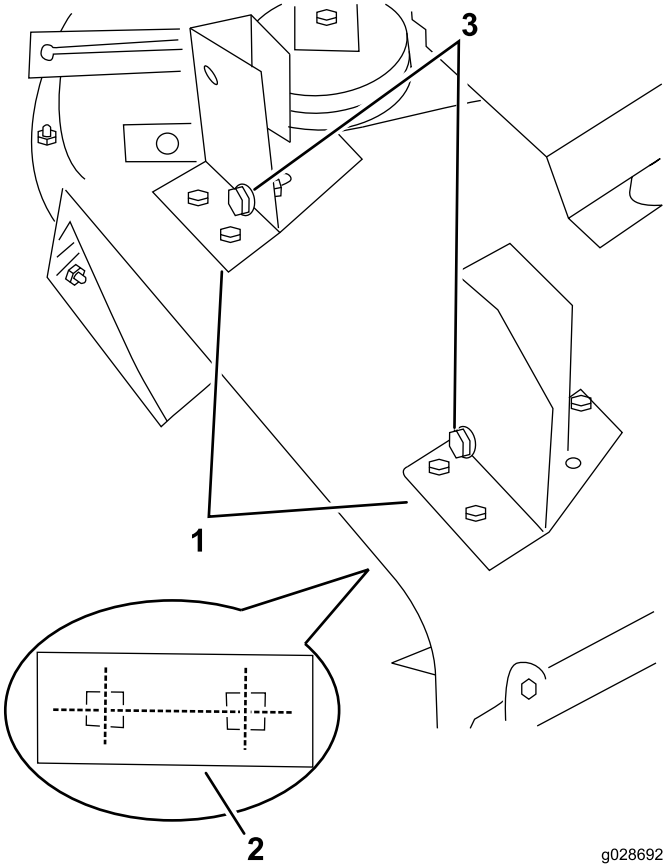

Figur 11
1. Placera blåsaren och monteringsfästena på däcket, rikta in monteringshålen efter de hål som tidigare använts för montering av gräsriktaren (Figur 11).
2. Kontrollera att det inte finns några luftfickor mellan blåsaren och klippdäcket samt sätt fast respektive fäste vid däcket med en fästplatta (Figur 11), två vagnskruvar (5/16–18 x 3/4 tum) och två låsmuttrar.
9. Skjut på blåsaren på monteringsfästets justerskruvar (Figur 11) samtidigt som du drar remmen runt blåsarremskivan.